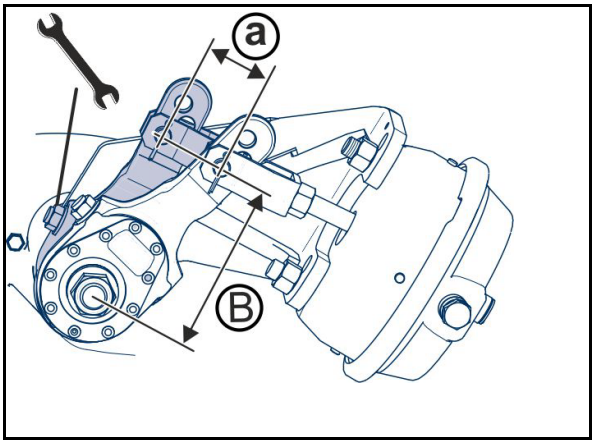

Rys. 143
1. Ścisnąć zamek na obu wspornikach (Rys. 143/1).